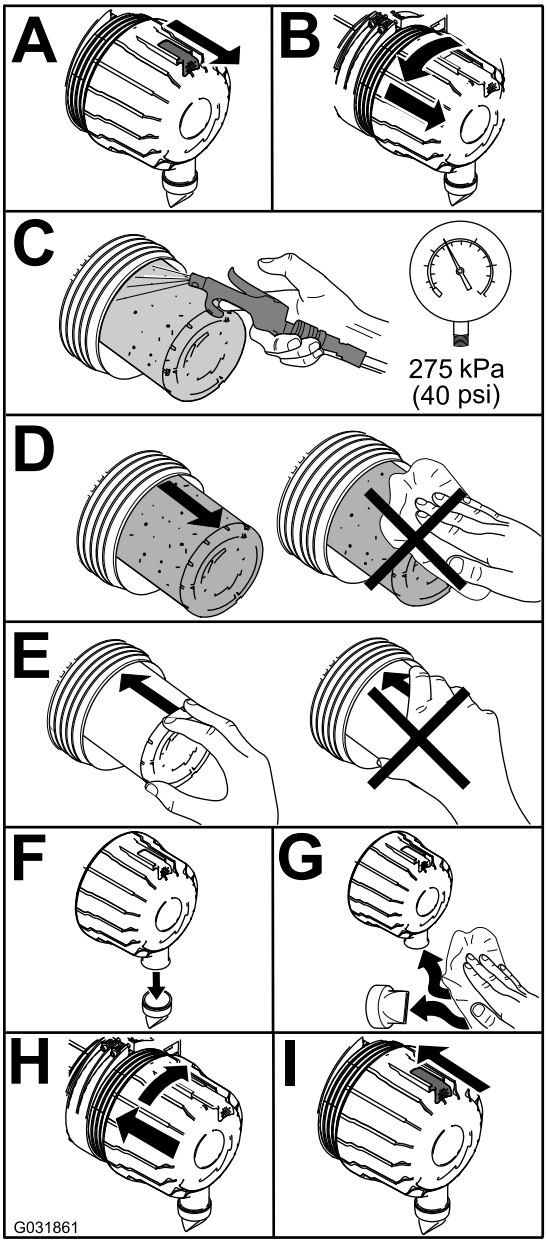

Figur 57
1. Bytt ut luftrenseren (Figur 57).